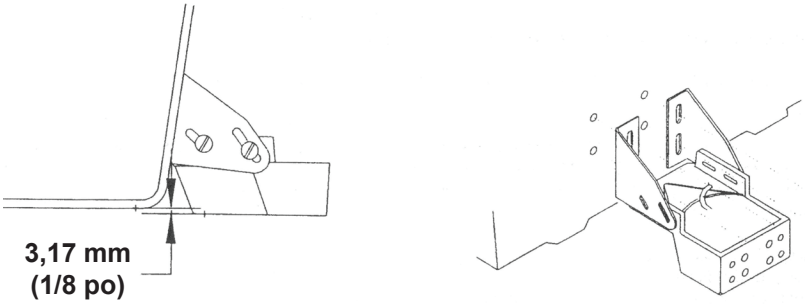

FIGURE 3
- Reportez-vous à la figure 3.